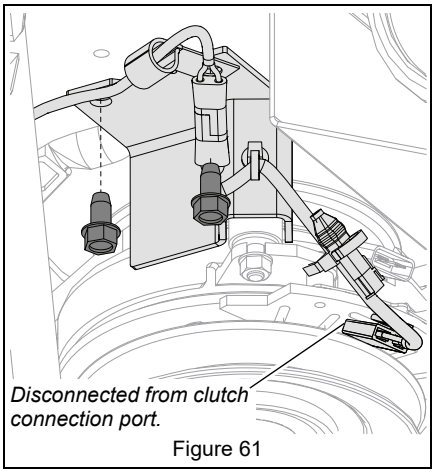

Figure 61
See Figure 61.
4. Reinstall clutch stop bracket and secure with original hardware. See Figure 61.